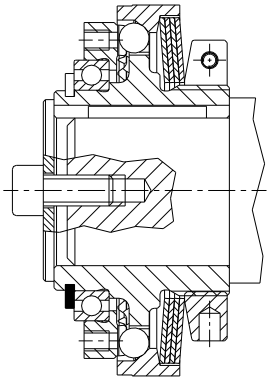

Bild 10: axiale Sicherung
- Sehen Sie eine Endscheibe für die axiale Sicherung der SYNTEX®-NC vor (siehe Bild 10).